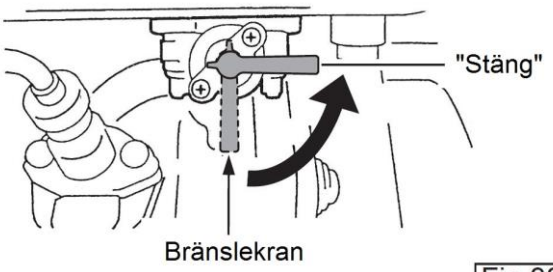

Fig.33
4. För YANMAR motor, stäng bränslekranen genom att vrida reglaget. (Fig. 33) (Gäller endast YANMAR)